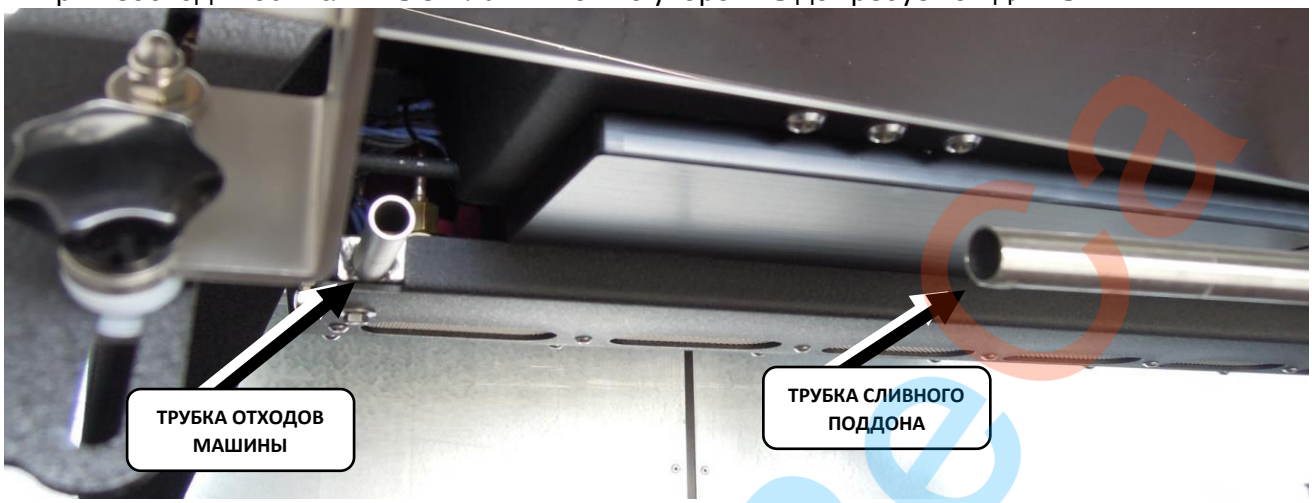

*Рисунок 11. Кофемашина изображена без шлангов, прикрепленных к машине и сливного шланга поддона.*
1. Расположите хомут из нержавеющей стали на одном конце сливного шланга. Вставьте конец шланга на сливной патрубок кофемашины (см. рис. 11) и затяните хомут шланга.